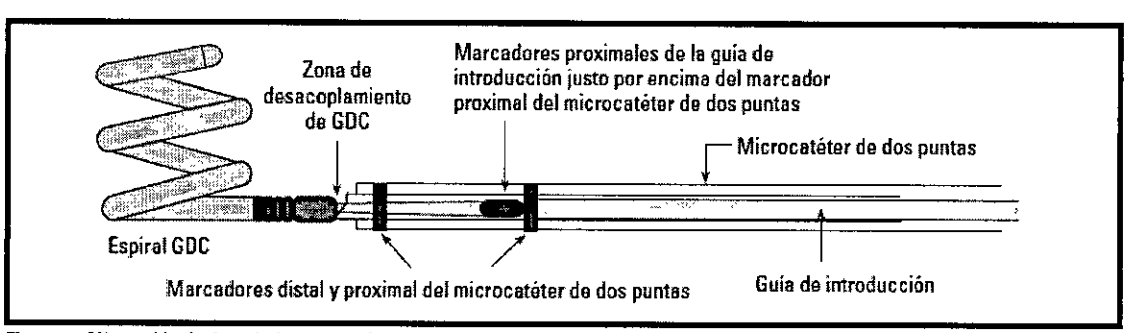

Figura 4. Alineación óptima de los marcadores radiopacos
• Los marcadores proximales del microcatéter/guía de introducción no están bien alineados. Para saber cómo alinearlos bien, observe la Figura 4.
16. Vuelva a confirmar mediante radioscopia que el marcador proximal de la guía de introducción se encuentra en un punto exactamente distal con respecto al marcador proximal del microcatéter de dos puntas (de acuerdo con la Figura 4). Es posible que la posición varíe durante la conexión de los cables.